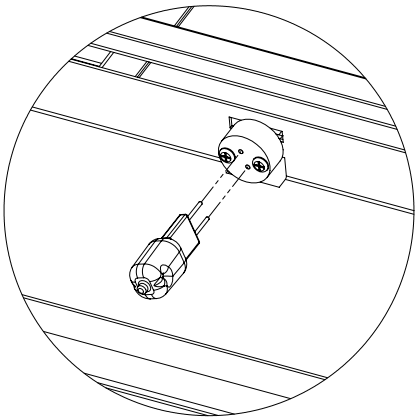

Figure 24. Halogen Bulb Replacement
6. Wear cotton gloves when replacing halogen bulbs. Grab bulb firmly at the base and pull straight out to remove; replace bulb as necessary. Grab new bulb by the styrofoam sleeve - it is vital that your bare fingers to not contact the bulb (see Figure 24). **The oils from your fingers will greatly reduce the life-span of the bulb.**